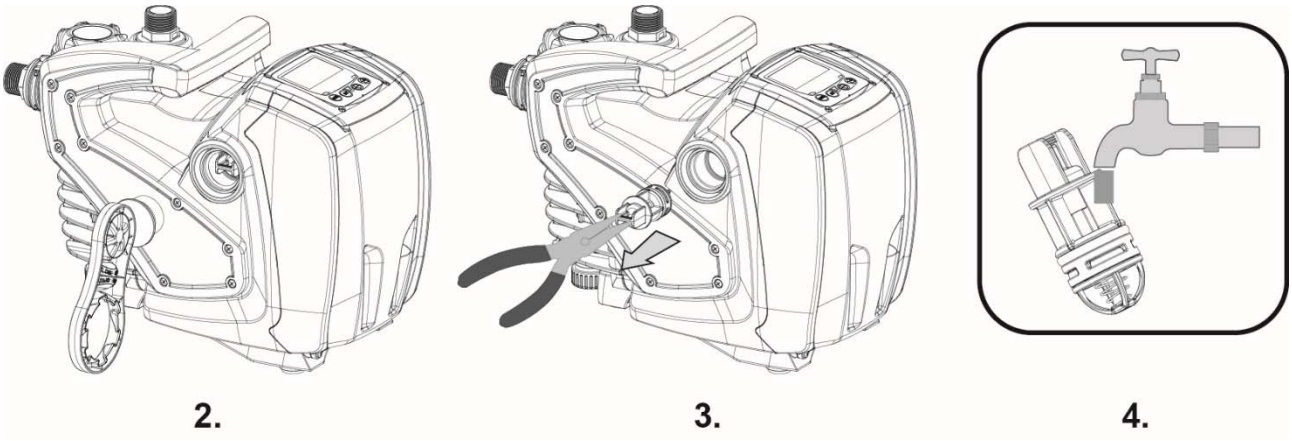

Рисунок 8
2. при помощи отвертки или специального инструмента выньте пробку выпускного отверстия так, чтобы получить доступ к обратному клапану (Рис.8);
3. при помощи щипцов вынуть, не вращая, патрон обратного клапана, взявшись за специальную перемычку (Рис. 8): эта операция может потребовать применения определенной силы;
5. вновь вставить патрон в сборе в свое гнездо: операция требует применения силы, необходимой для сжатия 2 уплотнительных манжет (Рис. 8);
6. затяните пробку выпускного отверстия до упора: если картридж не был продвинут в правильное положение, завинчивание пробки ведет к его правильному размещению (Рис.8).